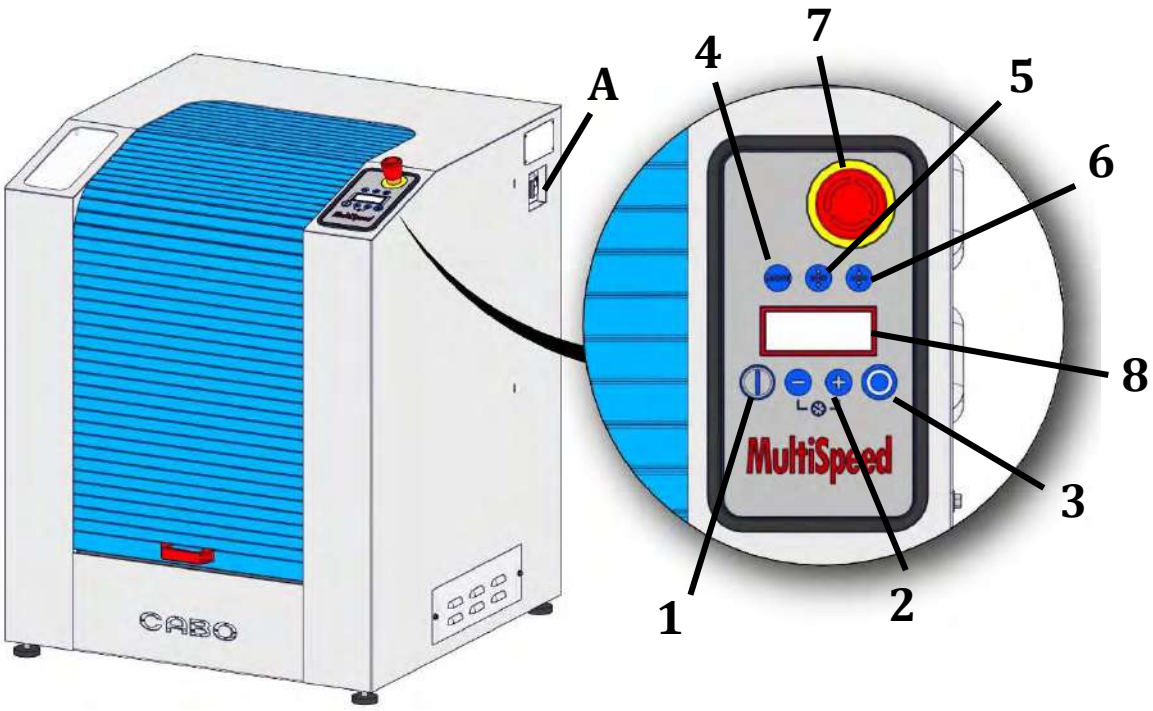

Рис. 13: Панель управления
Помимо выключателя ON/OFF на стороне миксера(A) и аварийной кнопки остановки(7) на панели управления расположена панель управления миксером (рис. 13).